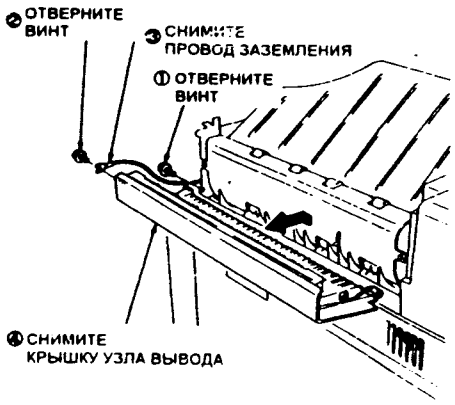

Рис. 2 DUP4-103
4. (Рис. 2): Снимите выходную крышку.